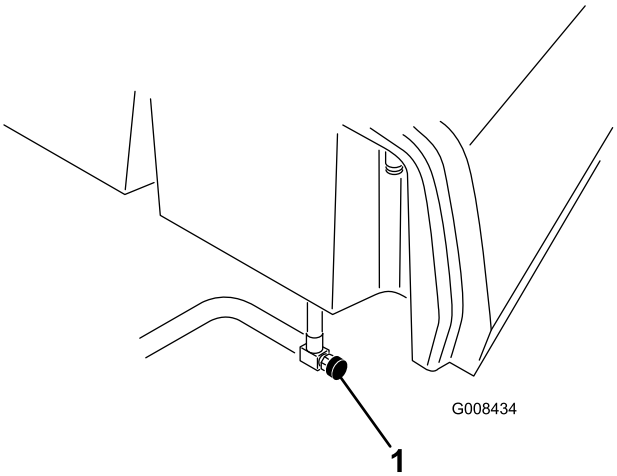

Figur 40
1. Luk brændstofafbryderventilen (Figur 40) under brændstoftanken.